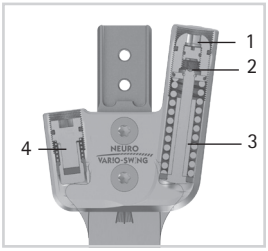

Abb. 18
Mit der Aufbaueinstellschraube (1) kann der Aufbau der Orthese angepasst werden. Die Bewegungslimitierungsschraube (2) ermöglicht die stufenlose Veränderung der Bewegungsfreiheit in Plantarflexion bzw. Dorsalextension. Die Federkraft kann durch Federeinheiten (3) in unterschiedlichen Federstärken verändert werden (Abb. 18).
Mit der Justierschraubeinheit (4; Abb. 18) im Systemgelenk kann die Bewegungsfreiheit um bis zu 10° feineingestellt werden. Schrauben Sie dazu die Justierschraubeinheit weiter in das Systemgelenk hinein oder heraus. Beachten Sie, dass maximal 10° Feineinstellung vorgenommen werden dürfen. Der Kolben der Justierschraubeinheit sollte im gesamten Bewegungsumfang nicht den Kontakt zum Systemfußbügel verlieren (maximal 15° in Plantarflexion), da sonst Geräusche entstehen.